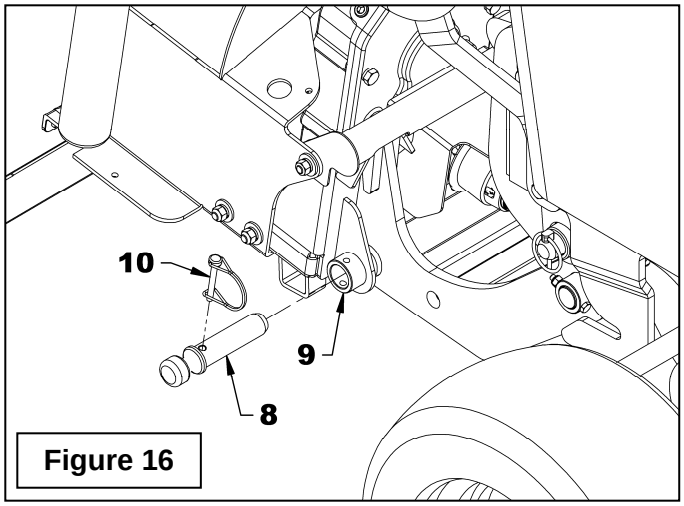

Figure 16
Figure 16 : Insérer les deux goupilles de l'attache de la souffleuse (item 8) dans les coussinets de l'attache de la souffleuse (item 9) et fixer avec les goupilles de verrouillage rondes 1/4" x 1 3/4" (item 10).